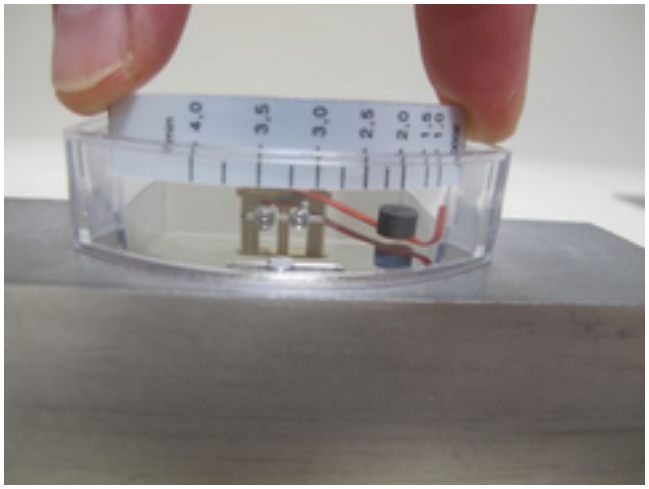

Fig. 64: Insert the scale bar
15. Insert the scale support (with affixed scale) into the guides in the plastic housing (*Fig. 64*). Observe direction of flow (lowest scale value toward inlet side of the device).